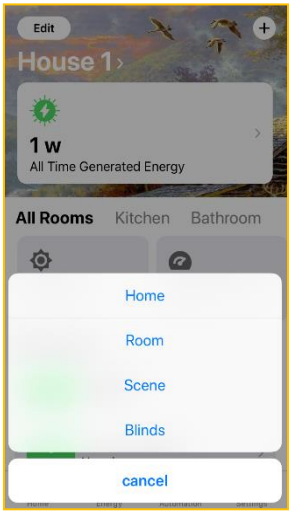

Figure 21
10.6.2. Select **Room** from the menu options *(Fig. 21)*.